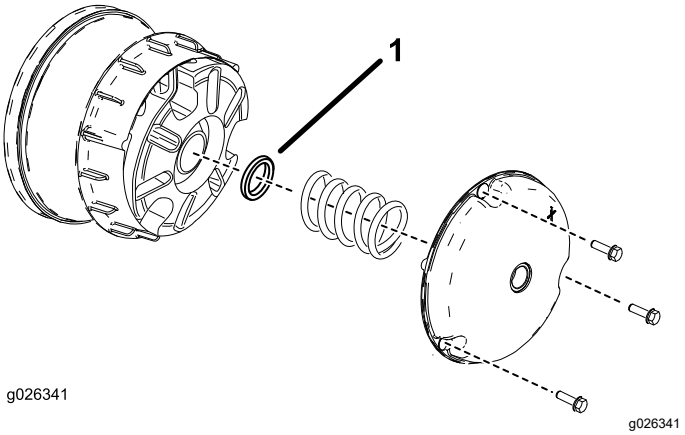

Figur 62
2. Afmonter boltene, der fastgør primærkoblings-dækslet som vist i Figur 62.